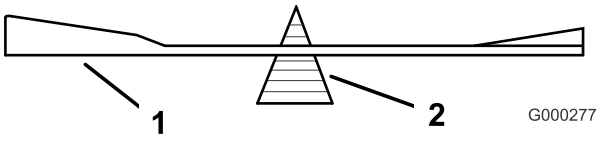
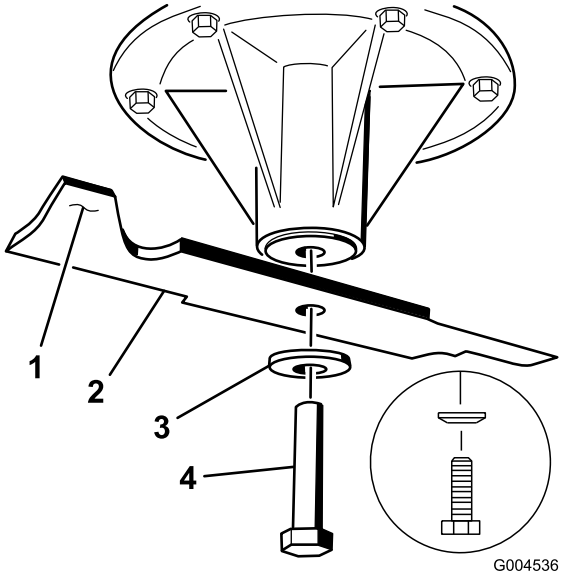

Figur 93
Figur 94
2. Kontrollera knivens balans med en knivbalanserare (Figur 93). Om kniven stannar kvar i ett horisontellt läge är den i balans och kan användas. Om kniven inte är balanserad kan du fila bort lite metall från knivens segeldel (Figur 94). Upprepa proceduren tills kniven är balanserad.
1. Montera kniven på spindelaxeln (Figur 94).
2. Montera fjäderbrickan och knivskruven. Fjäderskivans kon måste monteras mot skruvens huvud (Figur 94). Dra åt knivbulten till ett moment på 115–150 Nm.